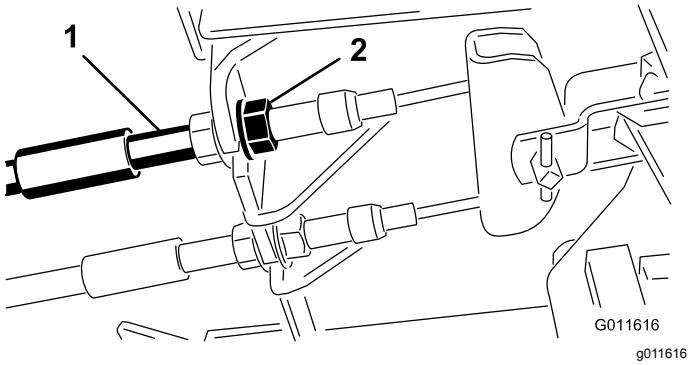

Figur 85
1. Tilspænd bremserne for at reducere bremsepedalernes frie vandring ved at løsne den forreste møtrik på bremsekablets gevindende (Figur 85).